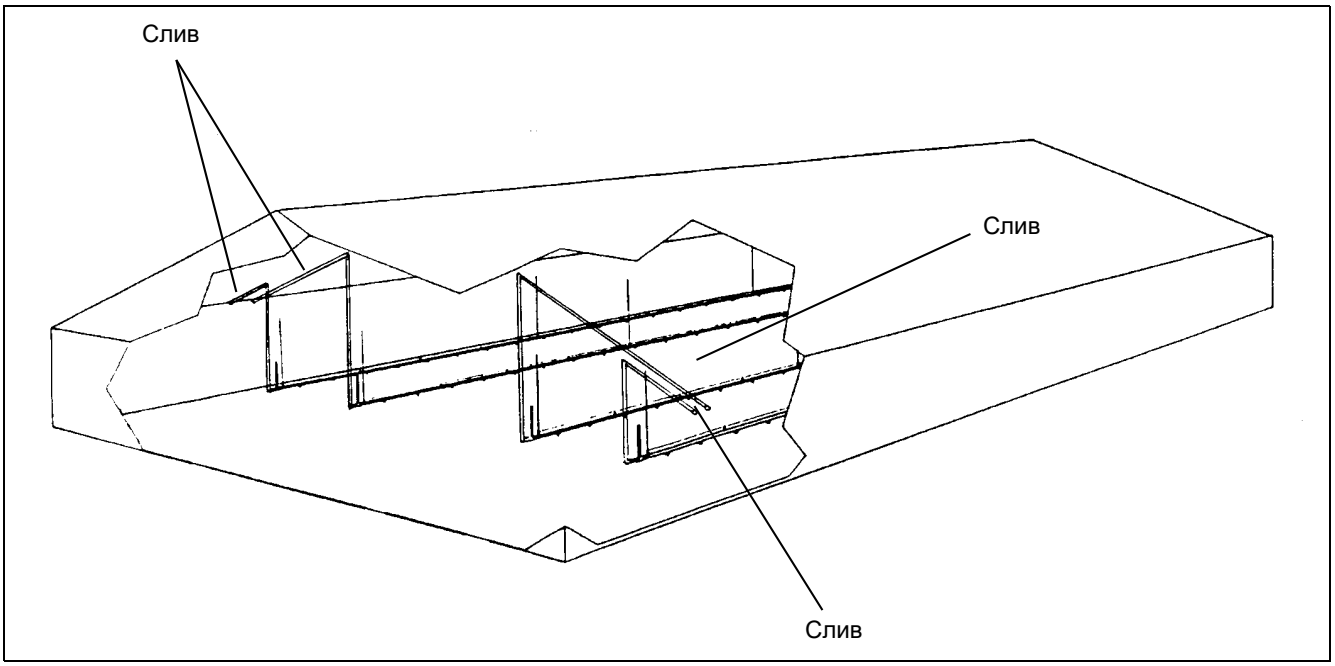

Рисунок 7M
4. Наверните четыре (4) оборота резьбоуплотнительной ленты (тефлон) на колено и затяните на поворотном переходнике. Не перетягивайте.
5. Подсоедините садовый шланг (продается отдельно) к колену и проложите его к водопроводной системе под потолком как показано на *Рисунок 7M на стр. 29*.